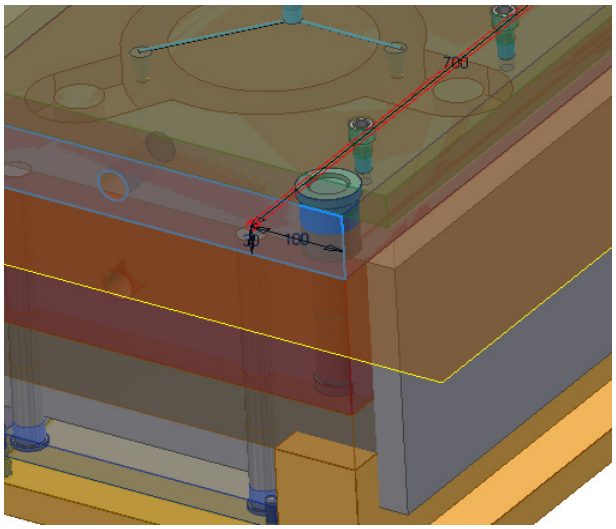

Figure 19-72 *Preview of the cooling channel*
6. Click on these dimensions and specify the value **30** for vertical distance and **100** for horizontal distance; a preview of the cooling channel is displayed, as shown in Figure 19-72.